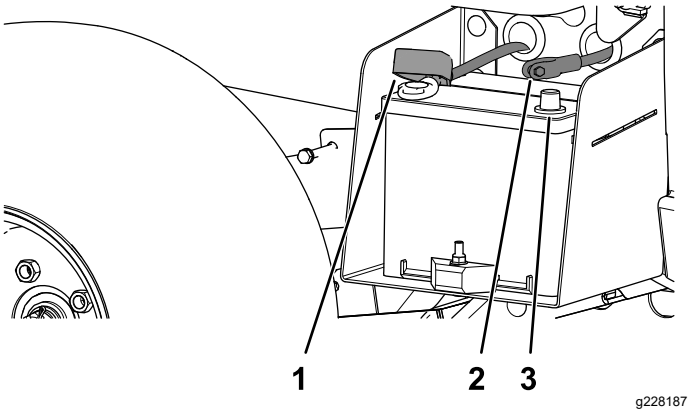

**Figura 5**
3. Conecte el cable positivo (rojo) al borne positivo (+) de la batería y sujete el cable con los pernos y las tuercas (Figura 5).